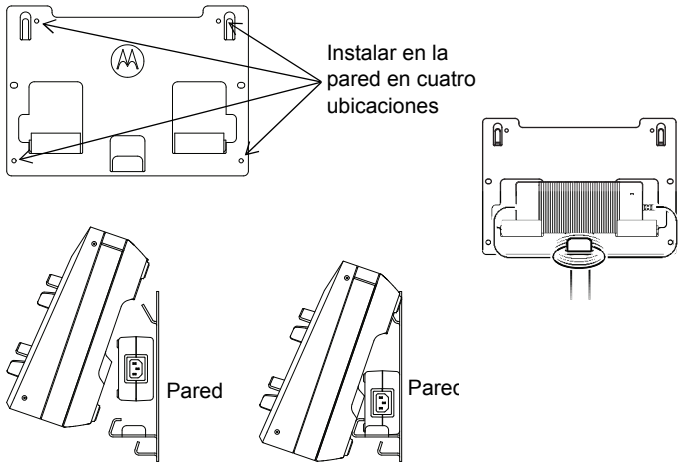

Figura 17: Montaje del cargador para varias unidades en el soporte de pared
4. Cuelgue el cargador para varias unidades en el soporte de montaje en pared como se muestra en la Figura 17.